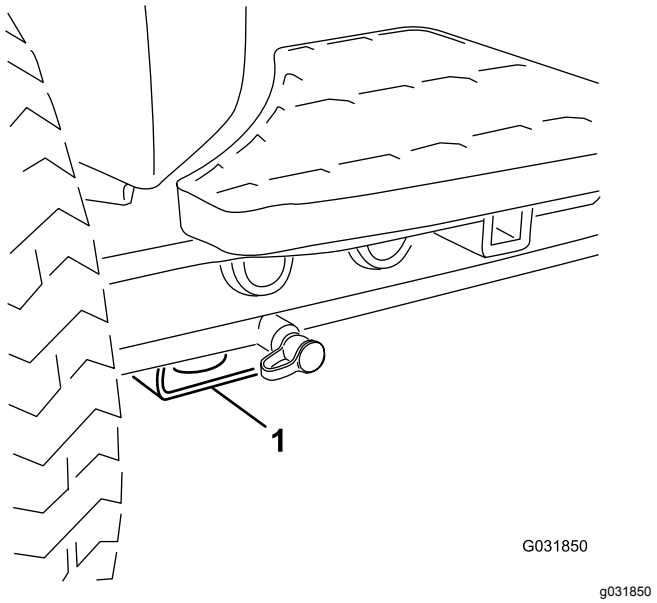

Figur 70
- Fram – fyrkantigt belägg under axelröret inuti båda framdäcken (Figur 70).